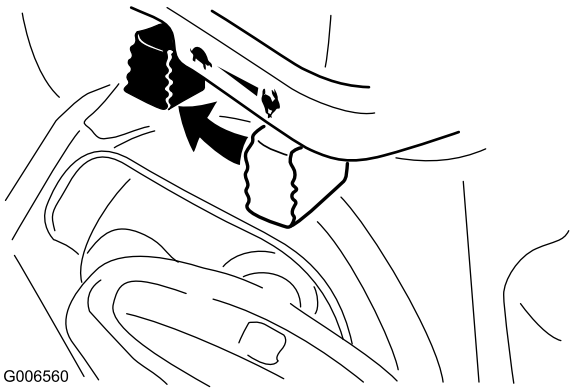

Figur 26
1. Sett gassen til Sakte-stilling, og så til Stopp-stilling (Figur 26).